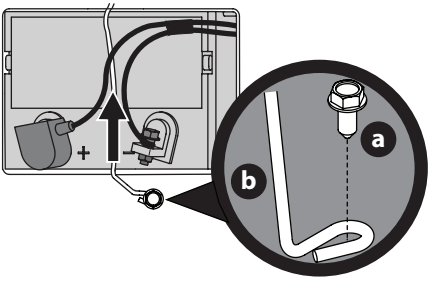

Fig. 14
3. Retirez la vis à bride hexagonale (a) fixant le support de fixation de la batterie (b) au châssis. Relevez ensuite le support de fixation de la batterie (b) pour dégager la batterie (Fig. 14).